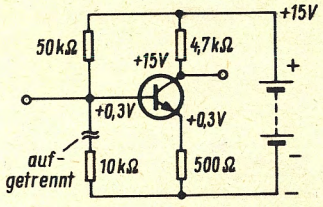

Bild 17. Spannungen an den Elektroden bei kurzgeschlossener Basis-Emitter-Strecke
2. Am Kollektor wird der Spannungswert der Batterie gemessen, am Emitter etwa 0 V *(Bild 17)*.